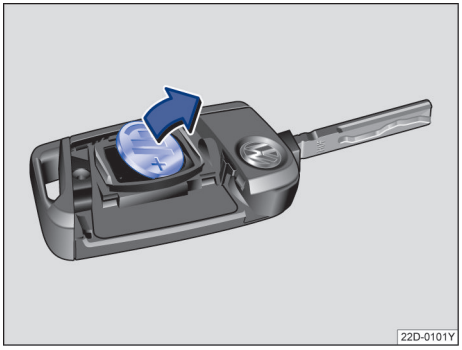

图 44 汽车钥匙：取出旧电池
– 用一合适的扁平器具从电池盒里撬出电池→ 图 44。
– 安放新电池，然后沿→ 图 44 箭头相反方向将其推入电池盒内→ ⓘ。